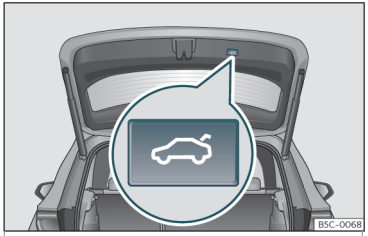

Fig. 78 Portón trasero: tecla para cerrar el portón.
desplazándolo hacia abajo, o bien, pulse la tecla situada en el portón*>>> **fig. 78**.
- Pulse brevemente la tecla dispuesta en el portón trasero>>> **fig. 78** >>> ⚠ **en Introducción al tema de la pág. 110**.
Durante todo el proceso de apertura o de cierre del portón trasero suenan unas señales acústicas. Excepción: cuando se abre el portón manualmente mediante el asidero o mediante la función Easy Open con el movimiento del pie o se cierra mediante la tecla dispuesta en el mismo››› fig. 78.
- Pulse la tecla ››› fig. 78 dispuesta en el portón durante al menos 3 segundos.